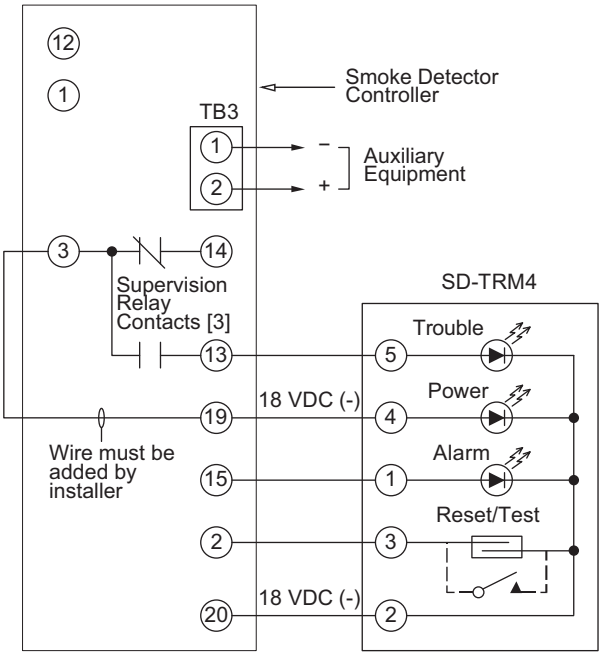

Fig. 44 — Remote Test/Reset Station Connections
The test/reset station dirty sensor test checks the test/reset station's ability to initiate a sensor dirty test and indicate the results. It must be wired to the controller as shown in Fig. 44 and configured to operate the controller's supervision relay. For more information, see "Dirty Sensor Test" on page 22.
1. Verify that the remote test/station is wired as shown in Fig. 44. Repair or replace loose or missing wiring.